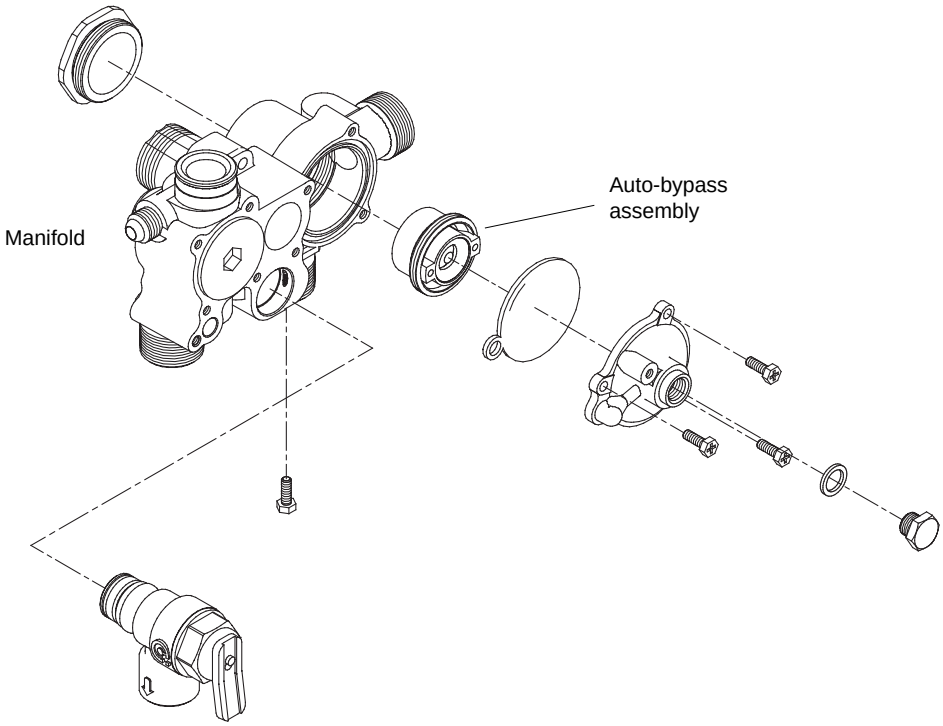

Fig. 28
6.16 HYDRAULIC MANIFOLD ASSEMBLY (see fig. 28)